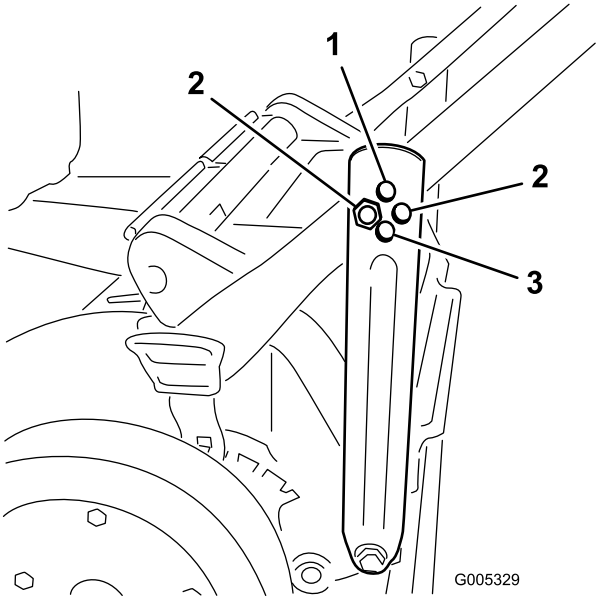

Figura 5
2. Inserite il bullone nel foro di ognuno dei supporti di ancoraggio della stegola per sistemarla nella posizione desiderata e serrate (Figura 5).